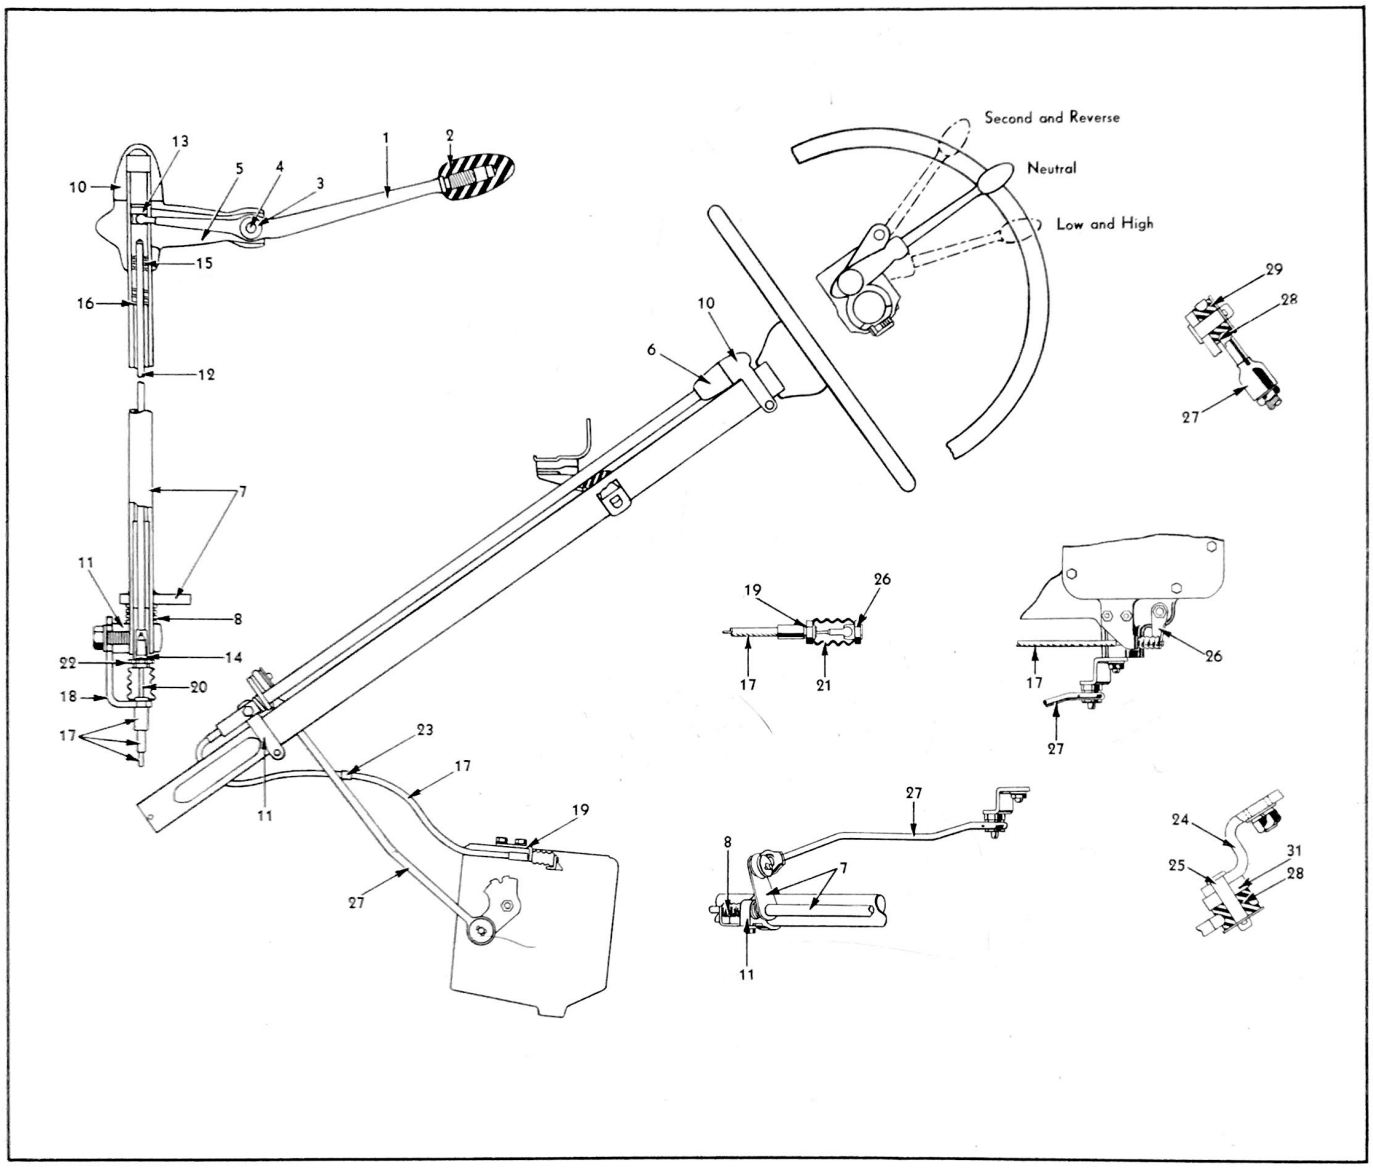

Figure 245 - Handy Shift Details
The backward and forward movement of the gear shift control lever (1, Fig. 245) imparts a rotary motion to the tube (7) and lever which is welded to its lower end. This rotary motion moves the control tube to transmission rod, (27) and shift shaft outer lever (24) backward and forward. The shift shaft is fastened in the transmission case and is operated by this outer lever, there being an inner lever on it for moving the gears into their different positions.
Tighten the bracket cap screw in place. The anchor (22, Fig. 245) in control wire should have clearance at the top and bottom of travel.
Remove control tube upper bracket (10, Fig. 245) clamp bolt, using a Phillip's screw driver.